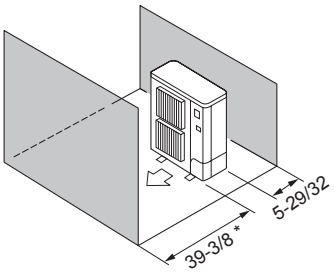

Fig. 2-9
⑤ Obstacles à l'avant et à l'arrière (Fig. 2-9)